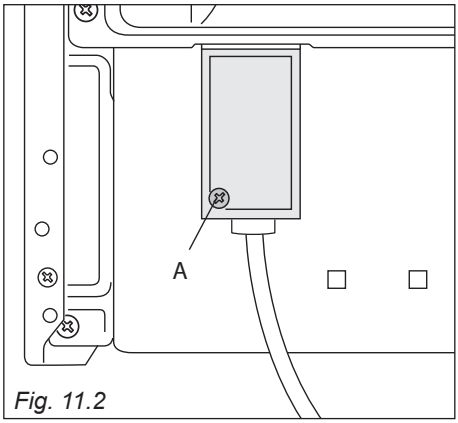

Fig. 11.2
- Remove the screw securing the cover “**A**” on the rear of the cooker (fig. 11.2).